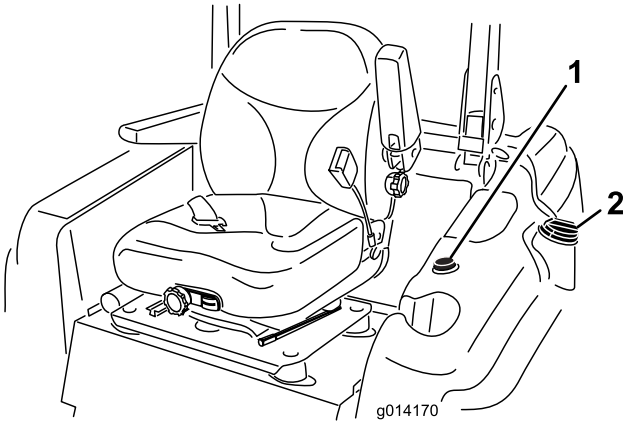

Figur 9
3. Rengør omkring brændstofdækslet, og afmonter dækslet (Figur 9).